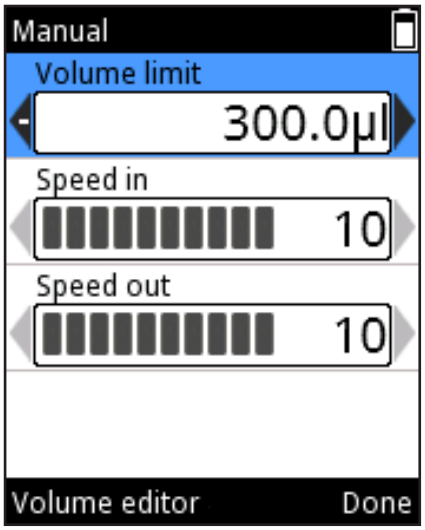

図 D36
2. 、 または **Volume editor(容量エディター)** (セクション D.1.2)を使って、容量の限度値を変更します。限度値は、吸引できる最大値です。限度値は、ピペットモデルの最小と最大値の間の数値を選らんで設定できます(図 D36)。